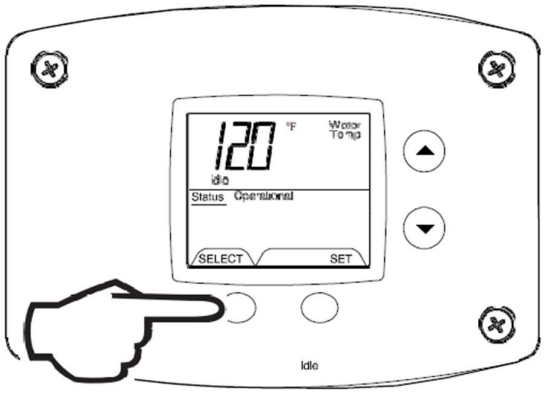

Fig. 34
2. Pressing ‘Select’ button will change display to next mode (Fig. 34).